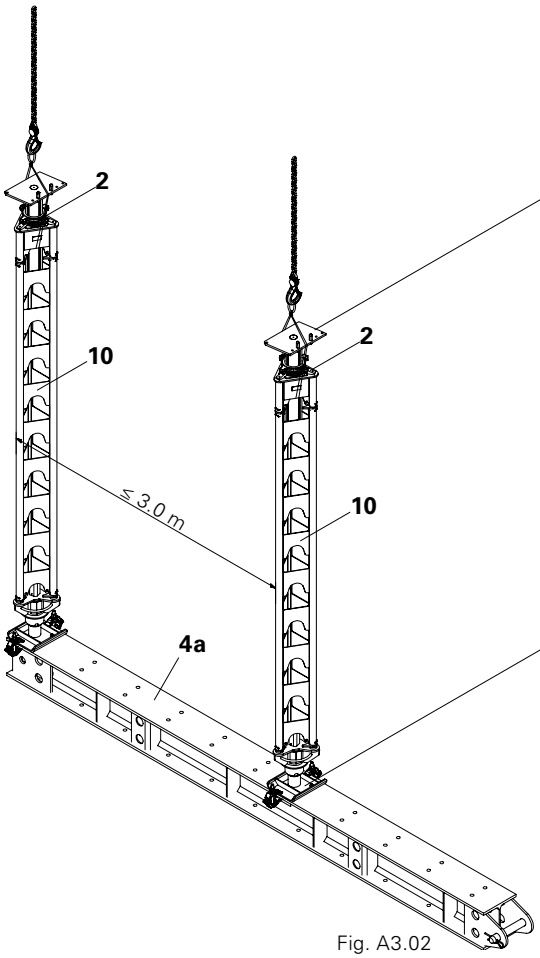

Fig. A3.02
6. Place pre-assembled HD Props on the Base Beam. Centre using centering bolts (2.2) or by aligning manually. (Fig. A3.02)